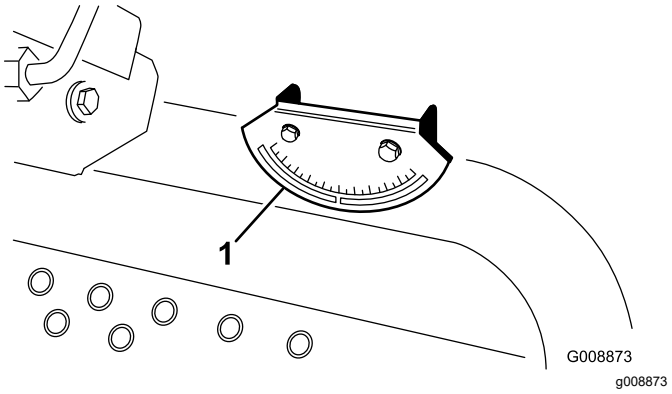

Figuur 7
4. Controleer de hellingshoekindicator die is gemonteerd op de stuurbuis van de machine (Figuur 7).